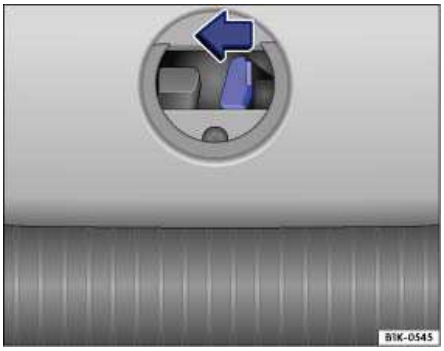

**Fig. 178** Inside the luggage compartment: Opening the rear hatch.
- Push the release lever in the direction of the arrow to unlock the rear hatch ⇒ fig. 178.